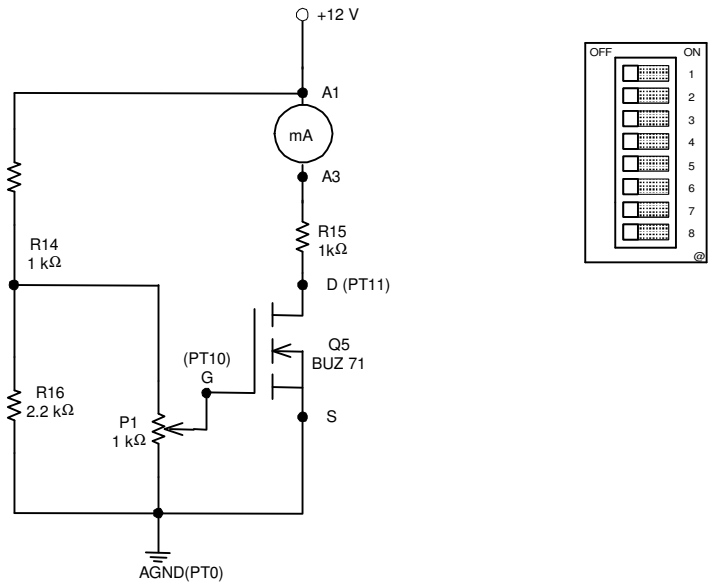

Figura 3.3 – Circuito para medir tensão Threshold ($V_{GS(th)}$).
2. Colocar o miliamperímetro entre os terminais A1 e A3, ajustando-o na escala adequada. Verificar a conexão e ligar a fonte. O circuito para medição de tensão de limiar de um MOSFET de canal N é mostrado na figura 3.3 a seguir: